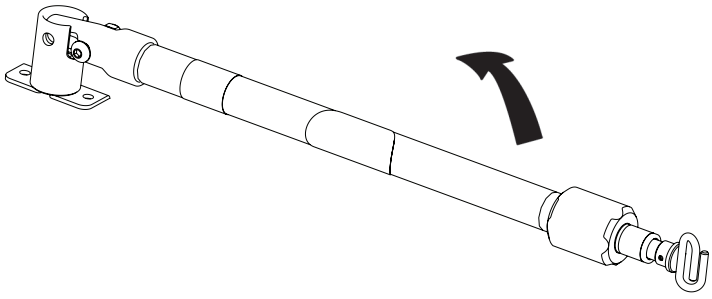

rys. 63
1. Podnieść, przekręcić stojak z pozycji przechowywania i popchnąć w dół do momentu zablokowania w gnieździe (A).
2. Aby zwiększyć wysokość stojaka, należy obrócić element blokujący (B) przeciwnie do ruchu wskazówek zegara i pociągnąć do góry dolną część teleskopową (C) stojaka, aby unieść go na wymaganą wysokość.
3. Obrócić element blokujący (B) zgodnie z ruchem wskazówek zegara, aby zablokować dolną część teleskopową na swoim miejscu.
4. W celu podwyższenia stojaka kroplówkowego należy pociągnąć do góry segment (D), aż zatrzaśnie się zatrzask sprężynujący (E).
5. Zawiesić worki kroplówkowe na haku (F).
6. W celu obniżenia stojaka kroplówkowego nacisnąć zatrzask sprężynujący (E) i wsunąć segment (D) w segment (C). Obrócić element blokujący (B) przeciwnie do ruchu wskazówek zegara i wsunąć segment (C) do dolnej rury.
7. Obrócić element blokujący (B) w kierunku ruchu wskazówek zegara w celu zaciśnięcia.
8. Podnieść i przekręcić stojak w dół w pozycję przechowywania (patrz rys. 63).